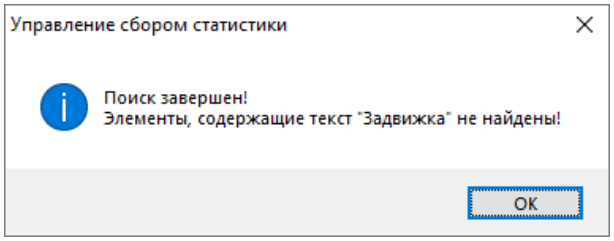

Рисунок 6-224 Уведомление о завершении поиска и отсутствии найденных элементов
– если в дереве статистики нет элементов, наименование которых содержит введенное сочетание символов, то появится окно с соответствующим уведомлением (см. Рисунок 6-224) о завершении поиска и отсутствии найденных элементов.